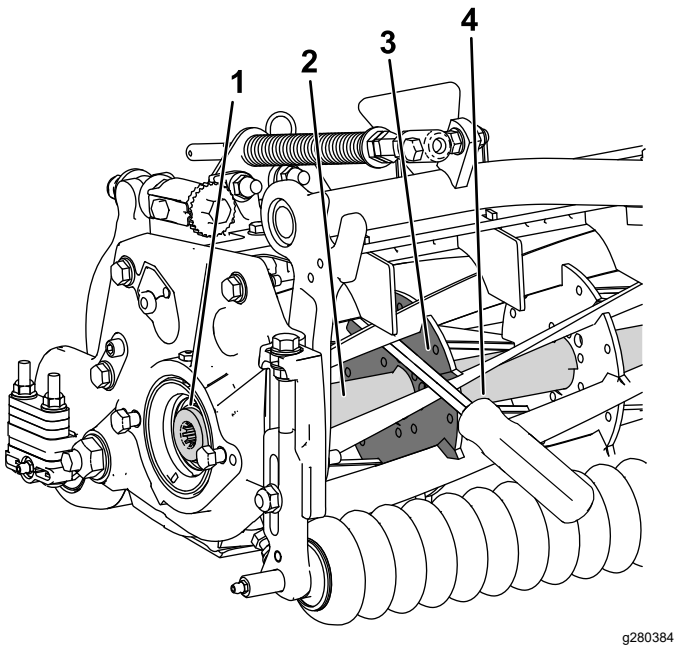

Rysunek 29
1. Wsuń długi łom (zalecany rozmiar ⅜" x 12" z uchwytem śrubokrętowym) przez przód wrzeciona tnącego, jak najbliżej tej strony jednostki tnącej, która będzie dokręcana (Rysunek 29).
2. Oprzyj łom o stronę spoiny spawanej na wewnętrznym wzmocnieniu wrzeciona tnącego (Rysunek 29).